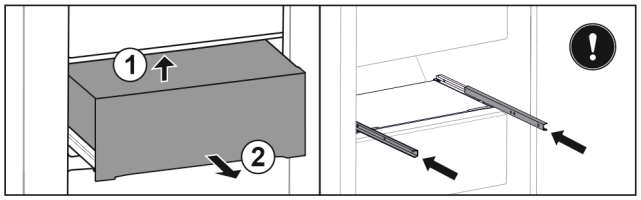

*Fig. 37 **
▶ Lift up at the back from below *Fig. 37 (1)*.*
▶ Remove to the front *Fig. 37 (2)*.*